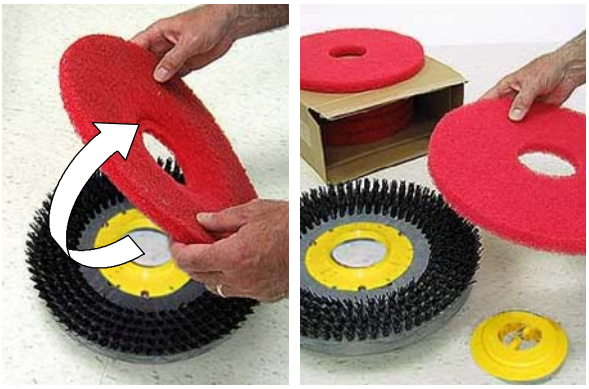

FIG. 38
5. Retirez et nettoyez le patin/la brosse. Retournez le patin ou remplacez-le en cas d'usure (Figure 38).